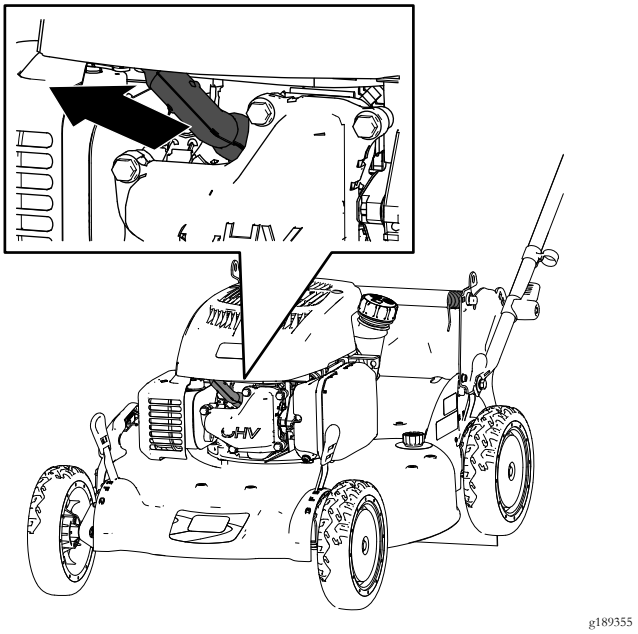

Figure 37
2. Débranchez le fil de la bougie (Figure 37).